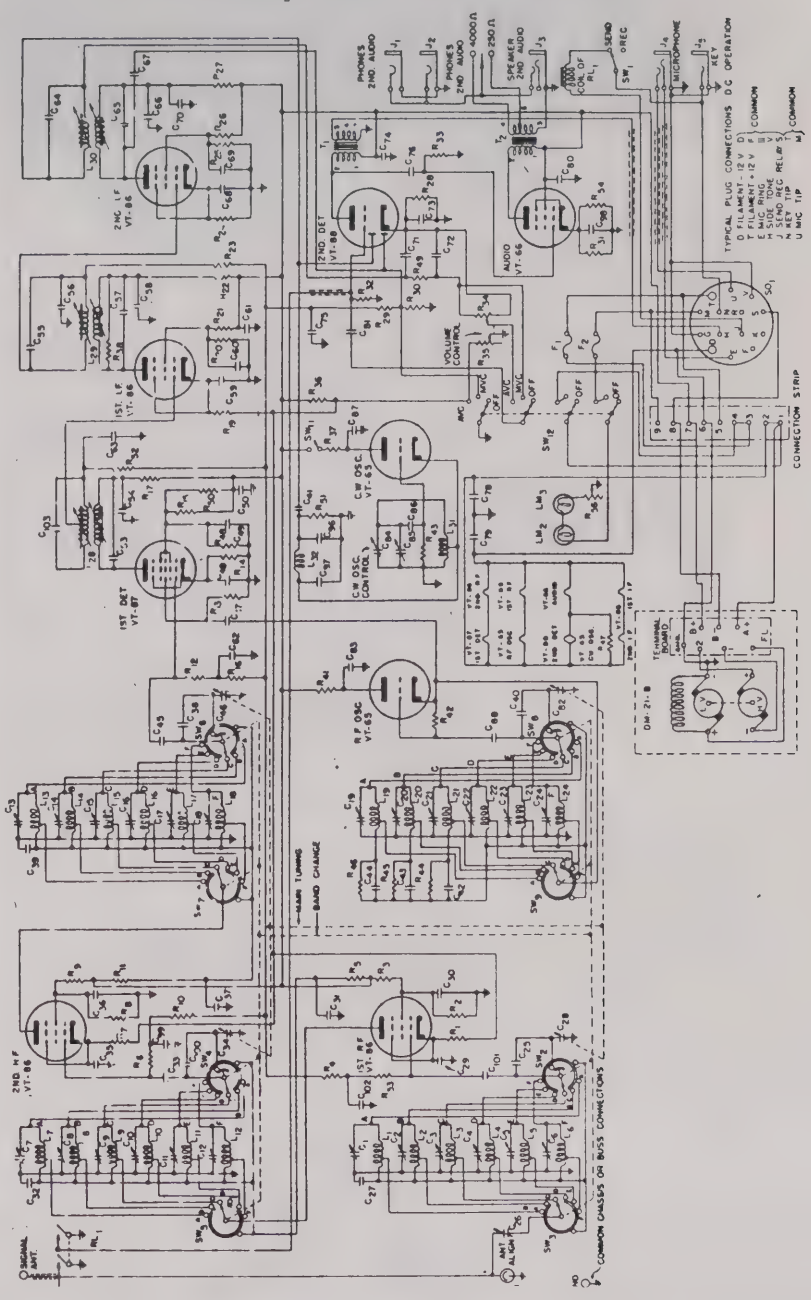

Figure 12.—Schematic diagram, Receiver BC-312-(*).
24. Dial Lamp Circuit (figs. 12, 13, 14, 15 and 16).—